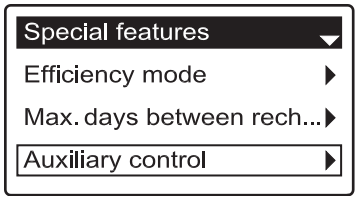

FIG. 67
5. Press the SELECT (○) button to display the Special features menu (See Figure 67).